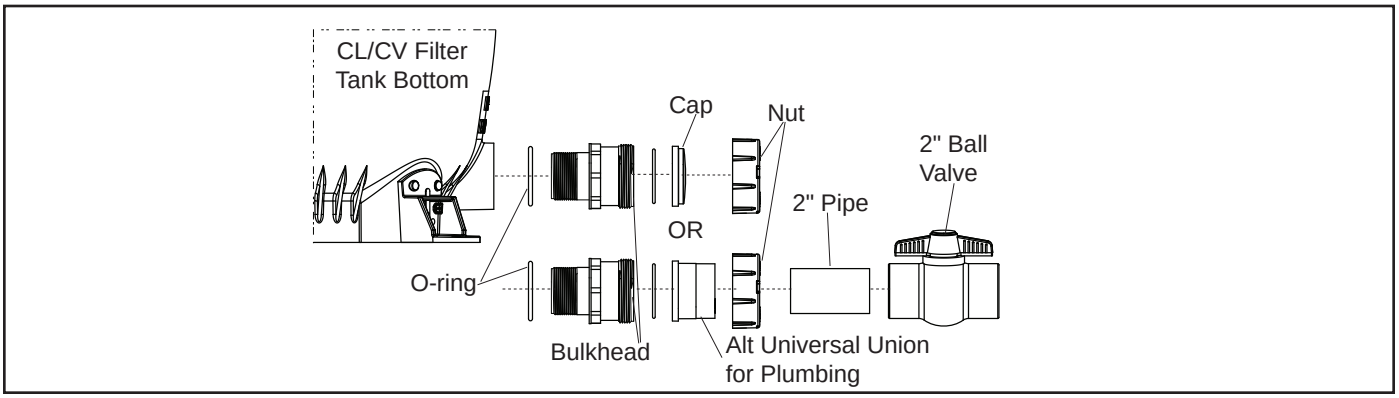

Figure 6. Jandy CL and CV Series Cartridge Filter Drain Configurations
9. Connect the pipes using the unions supplied with the filter. ***Do not use teflon tape or pipe dope on any unions.*** Assemble the unions dry and hand tighten. See Figure 6.
10. If desired, the CV filter drain can be plumbed using a Jandy universal union. The plumbing must contain a ball valve as shown in Figure 6.